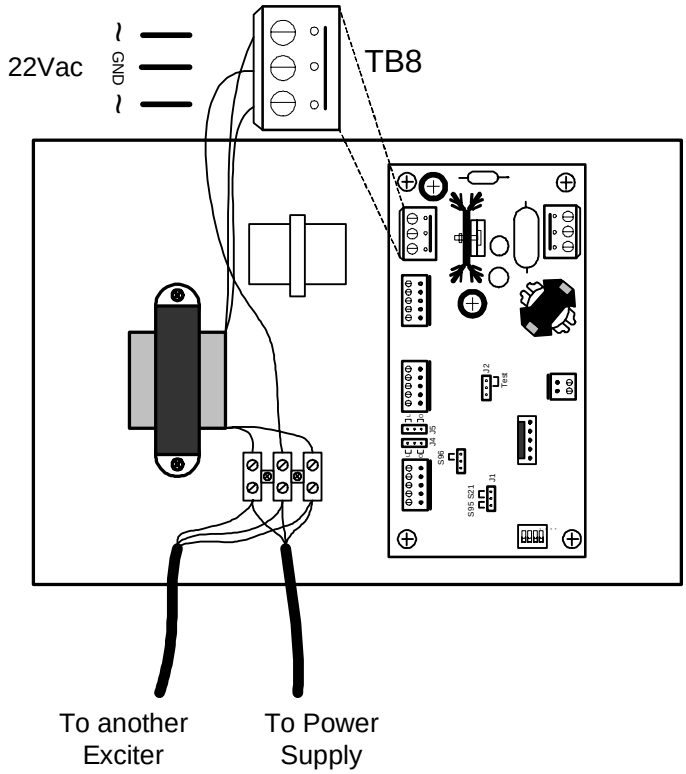

**Figure 3-4: Multiple Exciters per Power Supply Connection.**
**Note** For this installation an isolation transformer is not required. However, if it is installed, the equipment still can be used in a one Exciter per power supply configuration but it should be connected as if it is a part of the multiple Exciters per power supply configuration (see Figure 3-4).
To connect the power supply to the Exciter, refer to Figure 3-4.
3. Connect the power wires to the transformer input wires using terminal block as shown in Figure 3-4.
5. Connect the main ground connection to the TB8 pin marked with the ground symbol using the terminal block (see Figure 3-4).